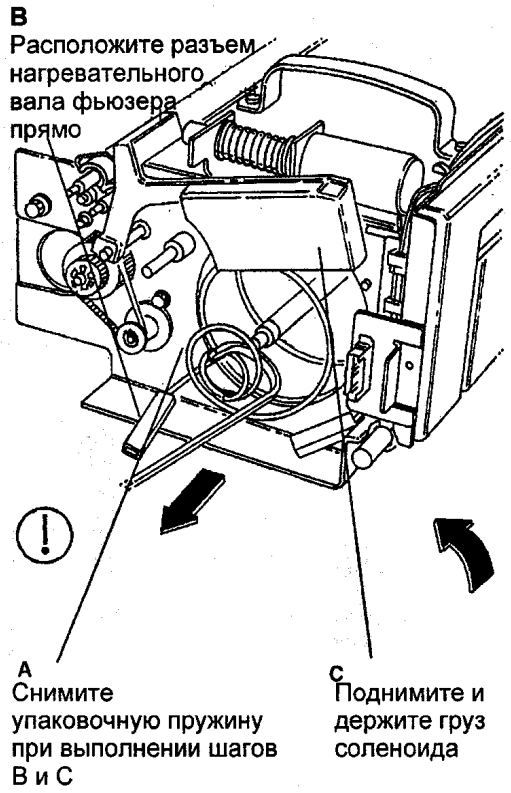

Рис. 11 Снятие упаковочной пружины
15. (РИС. 11): СНИМИТЕ УПАКОВОЧНУЮ ПРУЖИНУ.